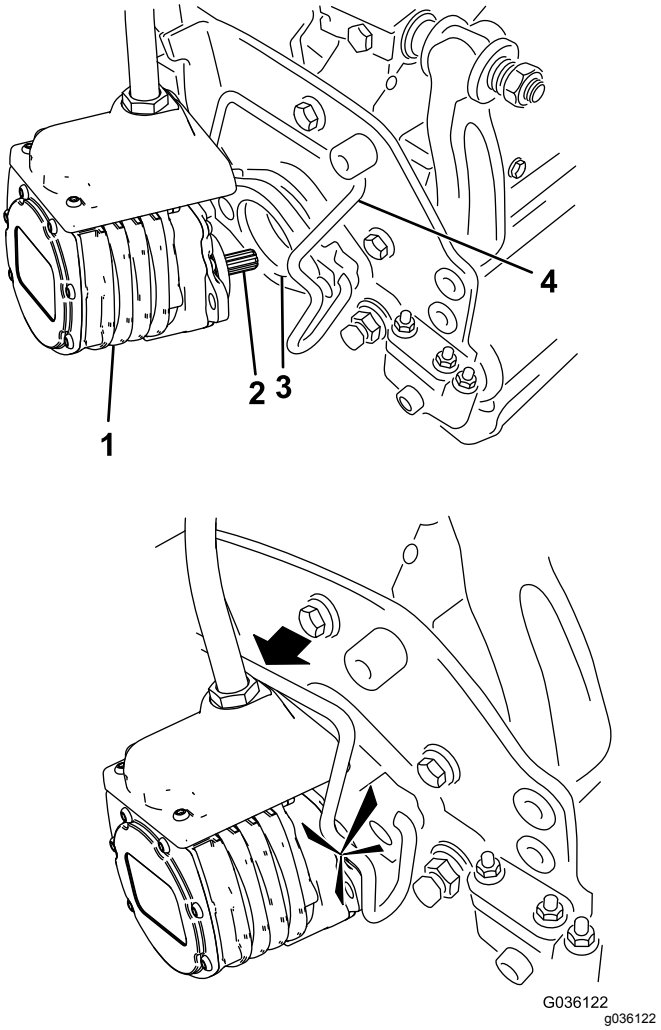

Figur 33
6. Kom rent smørefedt på notakslen på klippeenhedens motor (Figur 33).
7. Sæt motoren ind i klippeenhedens venstre side (set fra førersædet), og træk motorens holdestang på klippeenheden i motorens retning, indtil du hører et klik fra begge sider af motoren (Figur 33).